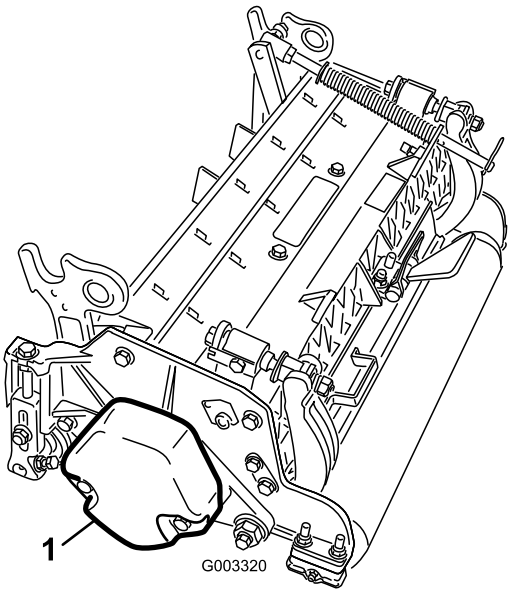

Figura 3
4. Asegúrese de que el contrapeso (Figura 3) está instalado en el extremo correcto de la unidad de corte, según lo indicado en el *Manual del operador* de la unidad de corte.